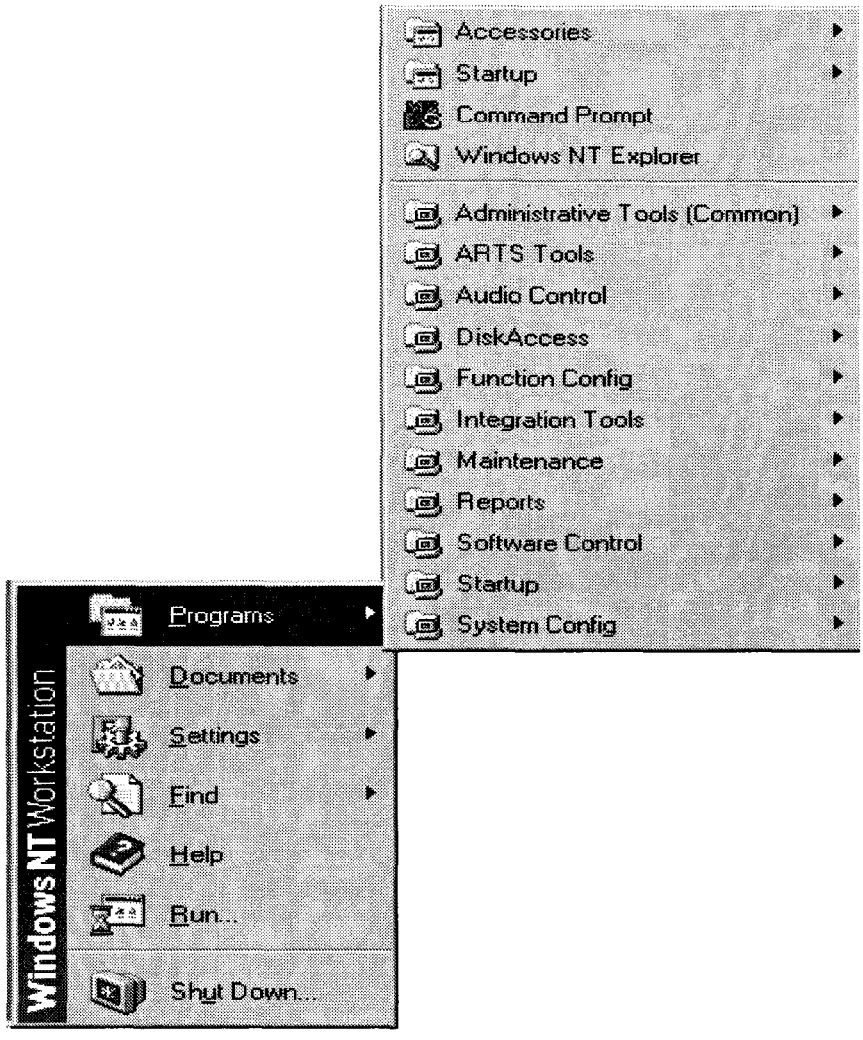

FIGURE 4-4. SMC PROGRAMS FOLDER
The functions available at an SMC-PC are organized into functional groups within the SMC Programs folder (Figure 4-4). Six of these program groups contain ARTS specific functions. The remaining program groups are made up of COTS tools and applications. This chapter contains a section describing each of these groups and the individual functions contained in each group.
1. Click Software Control in the Programs group (Figure 4-4).